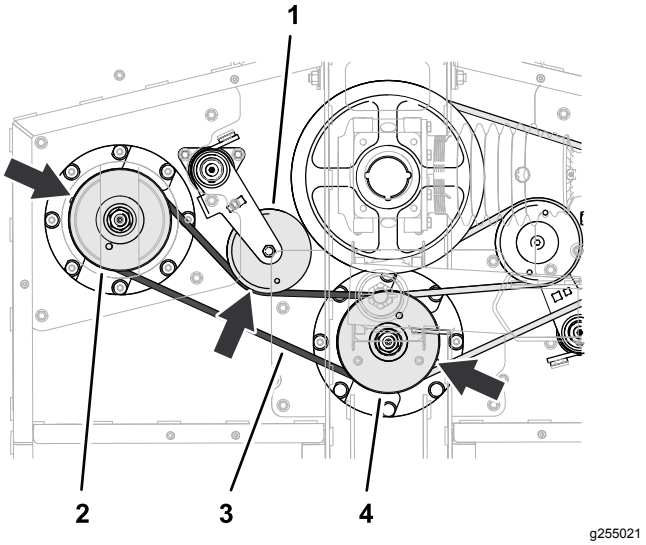

Figur 61
2. Trekk den lange remmen rundt den venstre spindelskiven og det nedre sporet til midtspindelskiven (Figur 61).
3. Bruk et brekkjern eller lignende verktøy for dreie remstrammeren mot klokken og trekke remmen på remstrammeskiven (Figur 61).